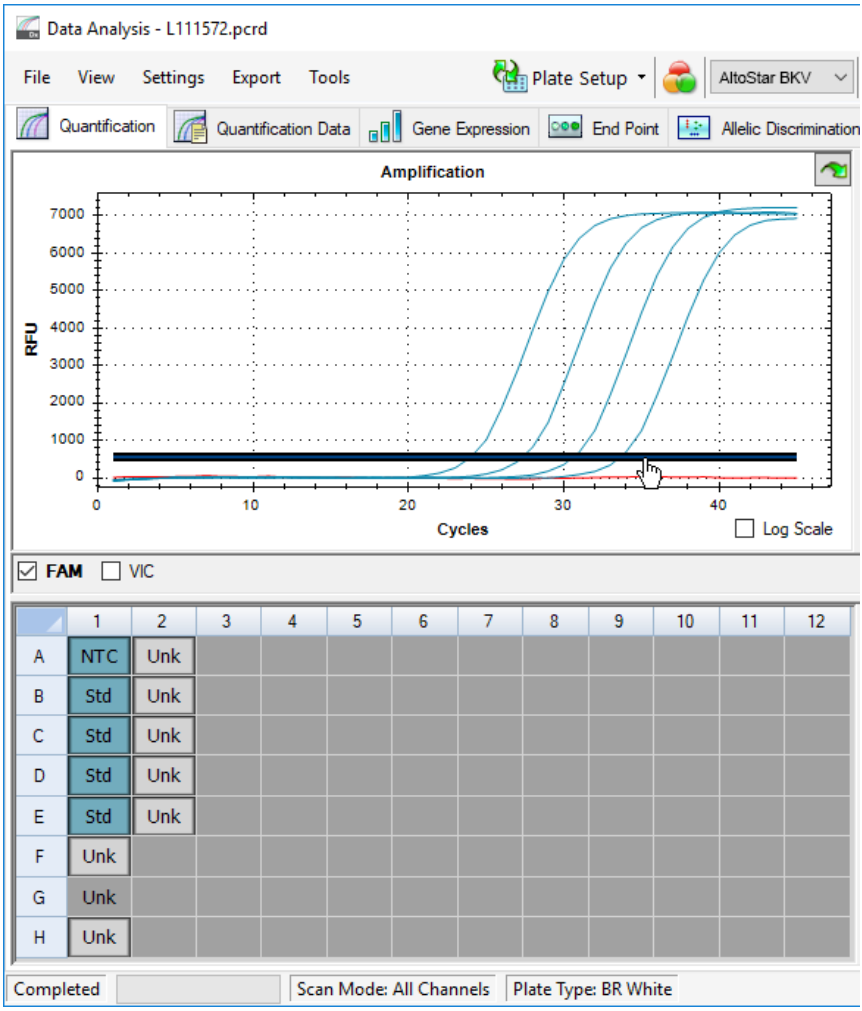

Figure 10: Fenêtre Data Analysis (Analyse des données) : définir le seuil FAM™
5. Sur la gauche de la fenêtre Data Analysis (Analyse des données), décochez la case **VIC** et cochez la case **FAM** pour le canal de détection ciblé du BKV (voir la figure 10).
6. Sélectionnez uniquement les puits contenant le NTC et les QS sur la représentation visuelle de la plaque dans la fenêtre Data Analysis (Analyse des données) (voir la figure 10).
7. Faites glisser le seuil situé bien au-dessus du signal du NTC dans la zone exponentielle des signaux des QS (voir la figure 10).